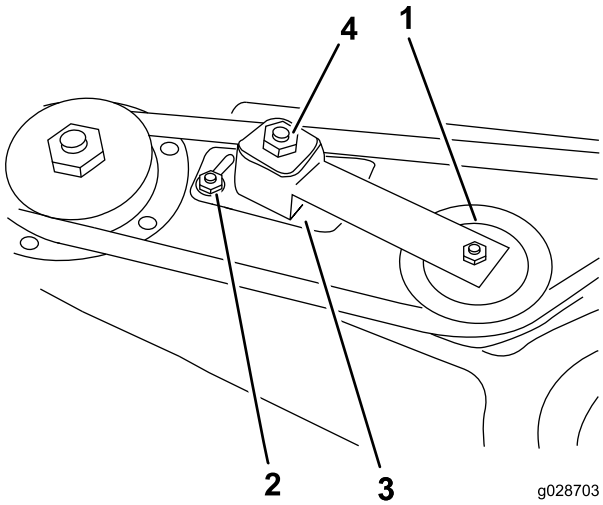

図 3
3. アイドラプレートを固定しているナット2個 を外してアイドラプーリがベルトに掛けている張りをなくす 図 3。